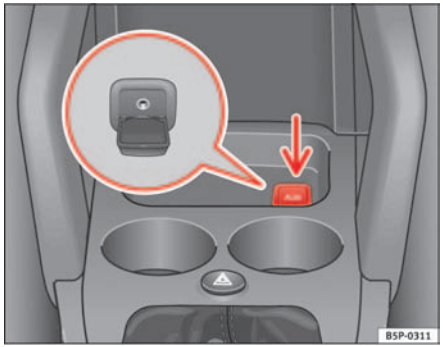

Fig. 117 Auxiliary audio connection
– Lift the AUX. cover ⇒ fig. 117.